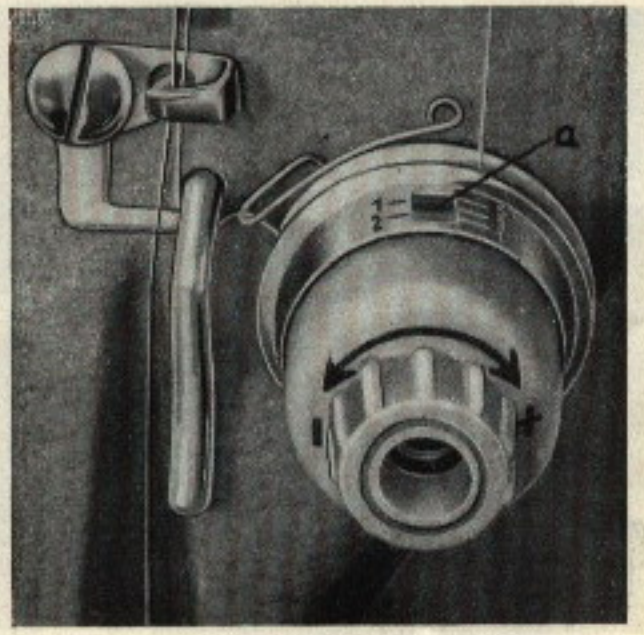

Рис. 24
17. Регулировка натяжения верхней нити (рис. 24)